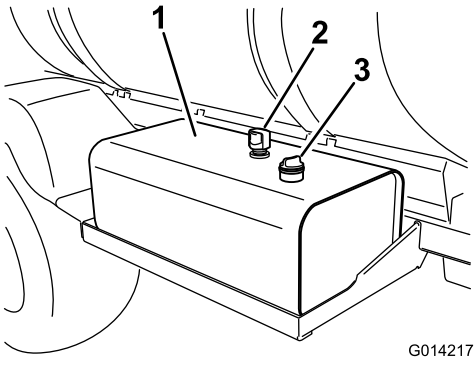

Figura 107
2. Limpie la zona alrededor del tapón de la varilla del depósito de fluido hidráulico y retire el tapón (Figura 107).